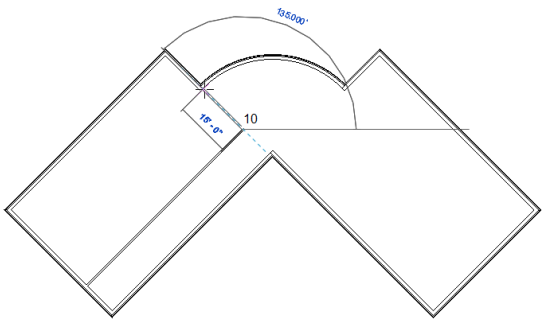

Figure 3-71 *Sketching the second interior wall*
5. Start the next wall from the endpoint of the last created wall by clicking on its endpoint. Move the cursor upward toward the left such that it subtends an angle of 135 degrees with the horizontal and reaches the exterior wall displaying the **Nearest** object snap, as shown in Figure 3-71. Click to specify the endpoint of the wall.
6. Similarly, to start the next interior wall, bring the cursor close to the starting point of the last created wall (marked as 10), refer to Figure 3-71. Then, move the cursor away along the centerline of the wall until the temporary dimension appears. When the temporary dimension appears, enter the value **10'0''(3048 mm)** and press ENTER to specify the start point of the wall.